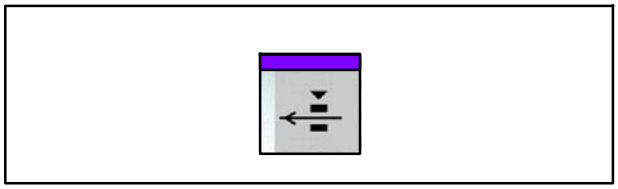

Fig. 179 Touche Lever/abaisser le dispositif d’arrêt de bande
5. Le cas échéant, appuyer sur la touche Lever/abaisser le dispositif d’arrêt de bande (Fig. 179) pour lever le dispositif d’arrêt de bande